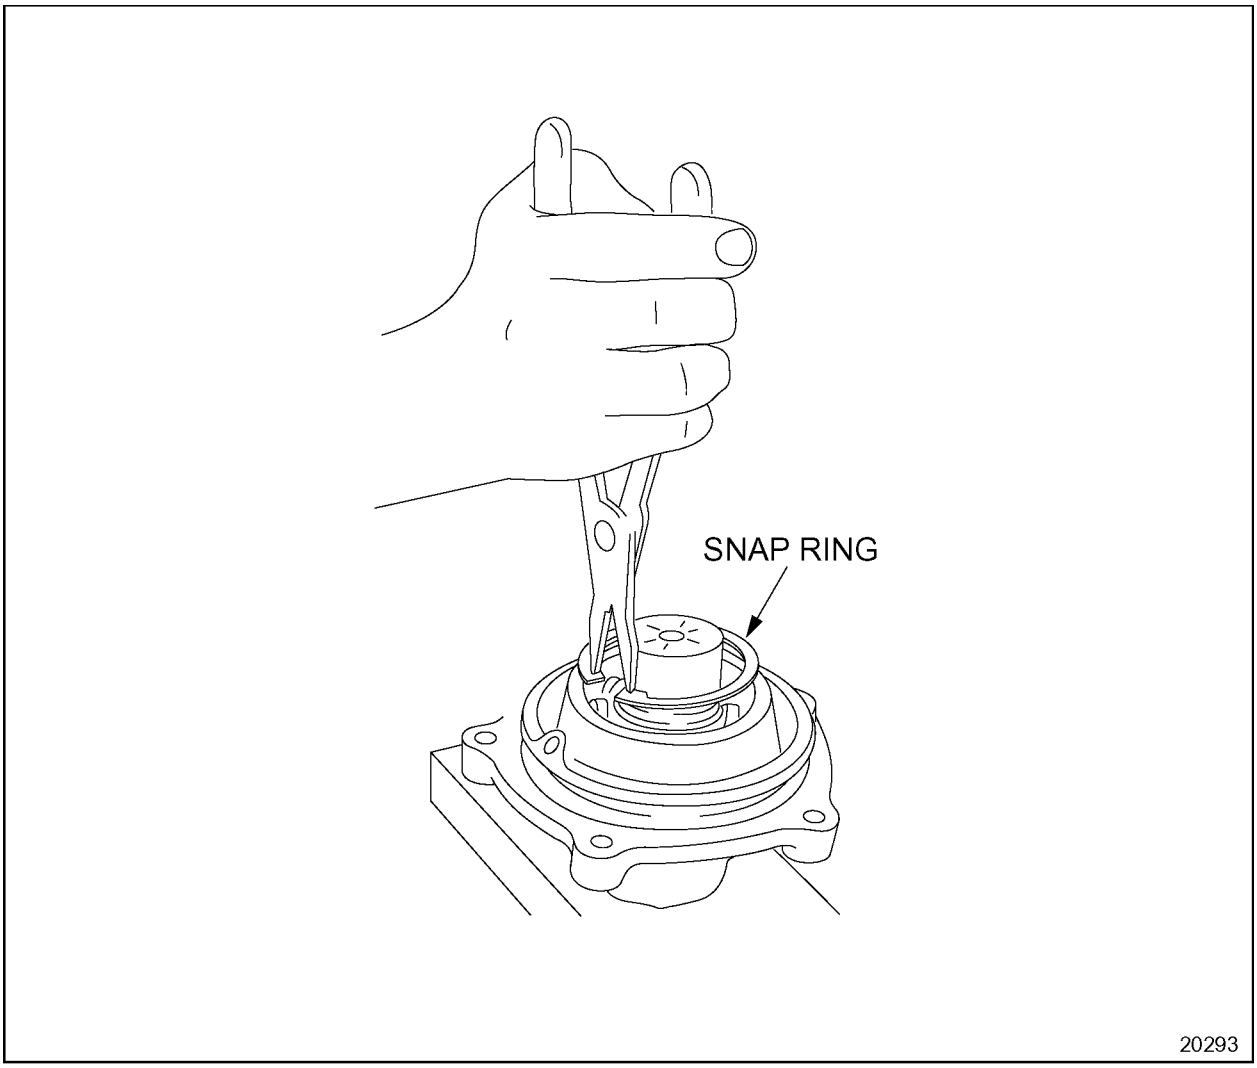

Figure 1-475 Snap Ring Installation
12. Install the snap ring to the accessory drive housing making sure the snap ring is fully seated in the groove a full 360 degrees See Figure 1-475.